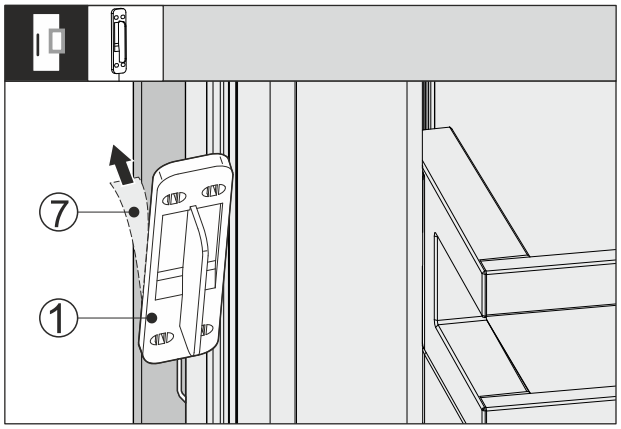

Fig. 65
▶ Trek de beschermfolie *Fig. 65 (7)* aan de achterzijde van de klopsensor *Fig. 65 (1)* af.